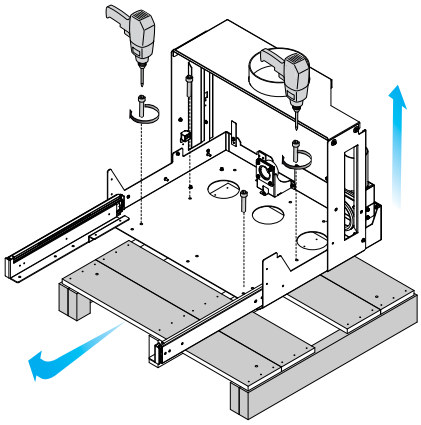

Afb. 6.1.7
7) Verwijder de bevestigingsschroeven waarmee de pallet is vastgezet op de basis en verwijder de pallet (Afb. 6.1.7).